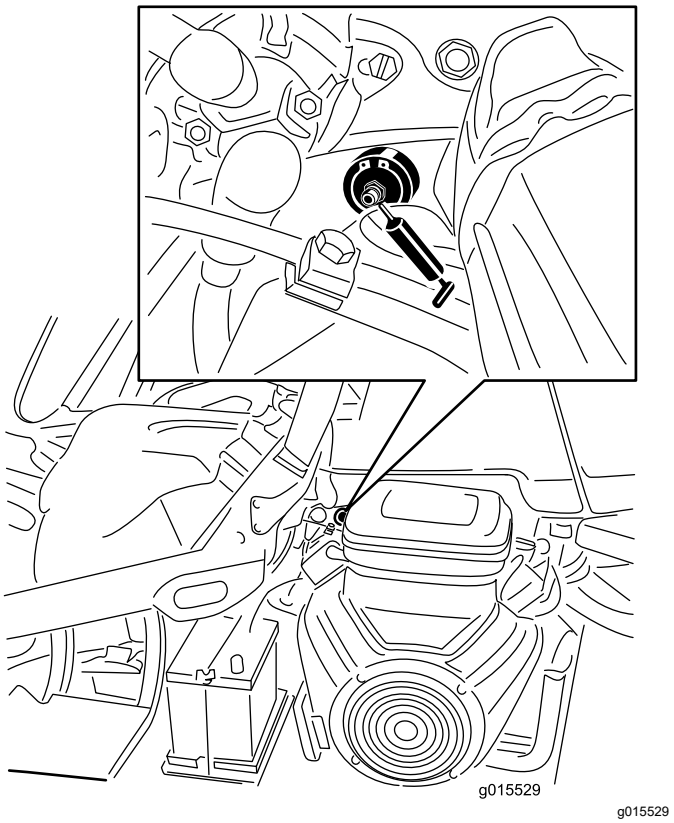

**Figur 28**
1. Tør smøreniplen ren, så der ikke føres fremmedlegemer ind i lejet eller bøsningen (Figur 28).